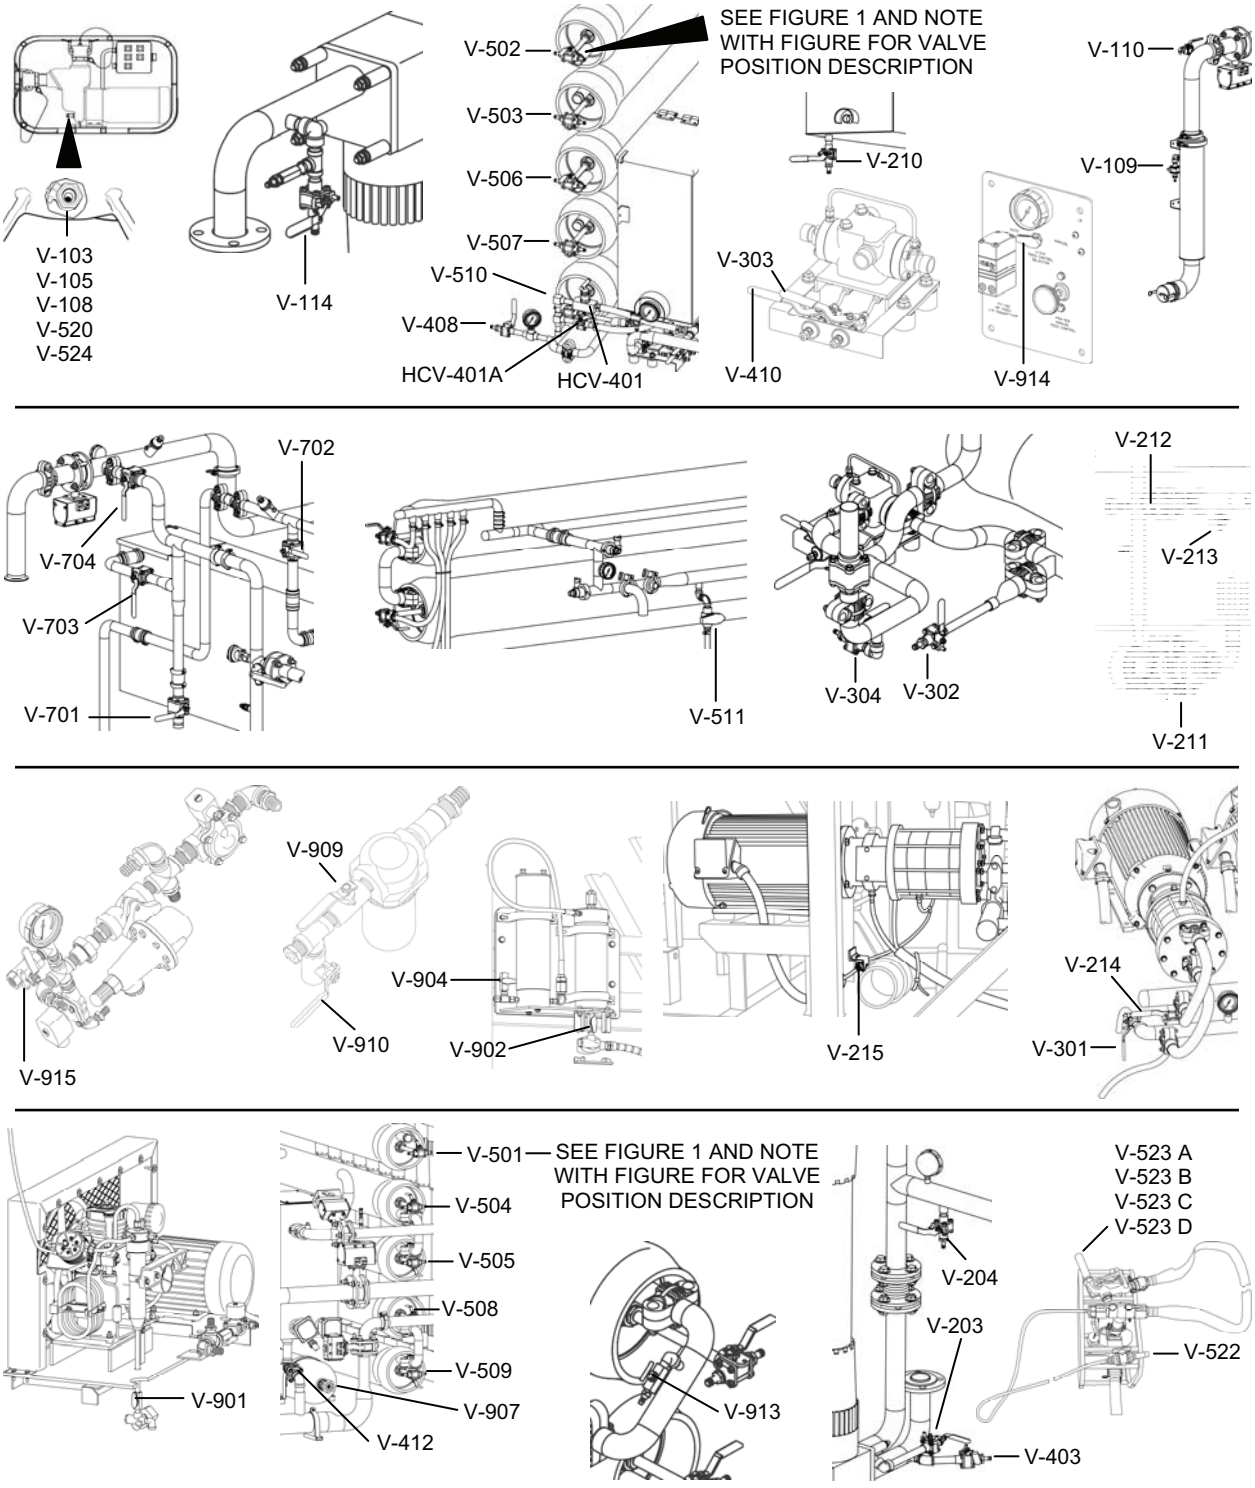

Figure 2. Location of Valves for Start-Up.
1. Using Table 1 and Figure 2 check that the valves are in the indicated start-up position.